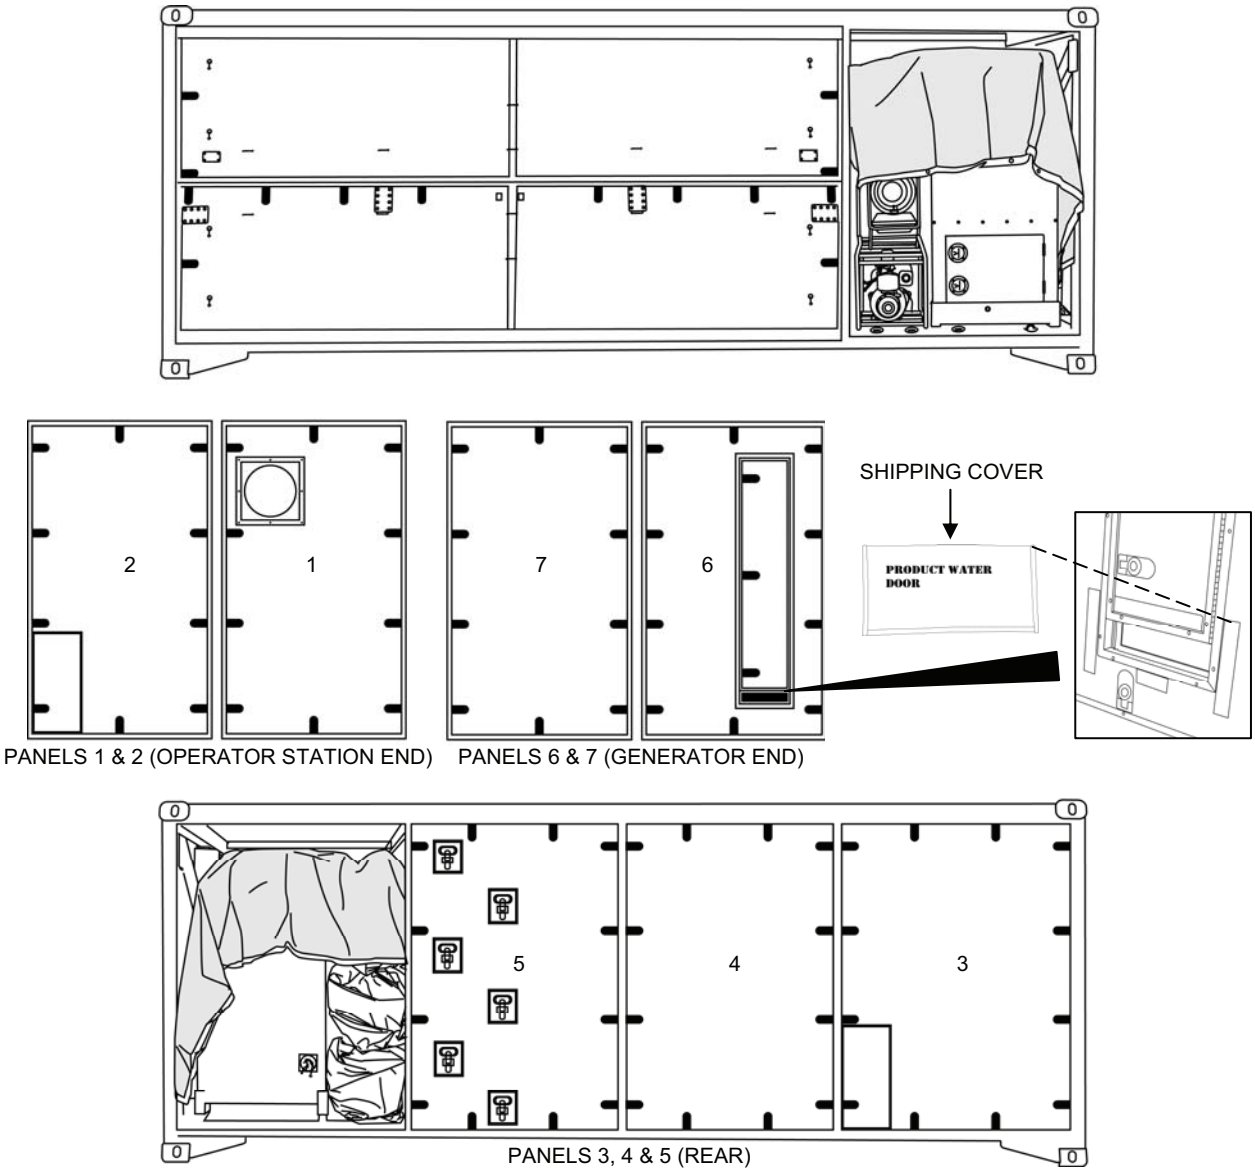

Figure 28. Flat Rack Panel Installation.
6. Install the remaining flat rack panels (side #1 and #2 and rear #3 and #4) and latch shut (Figure 28).